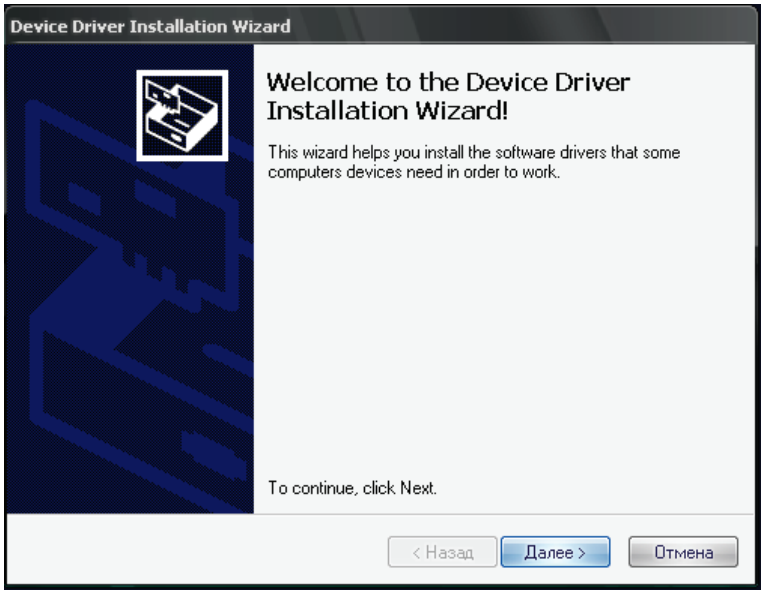

Рис.3
4) начать установку (рис. 3), нажав кнопку "Далее":